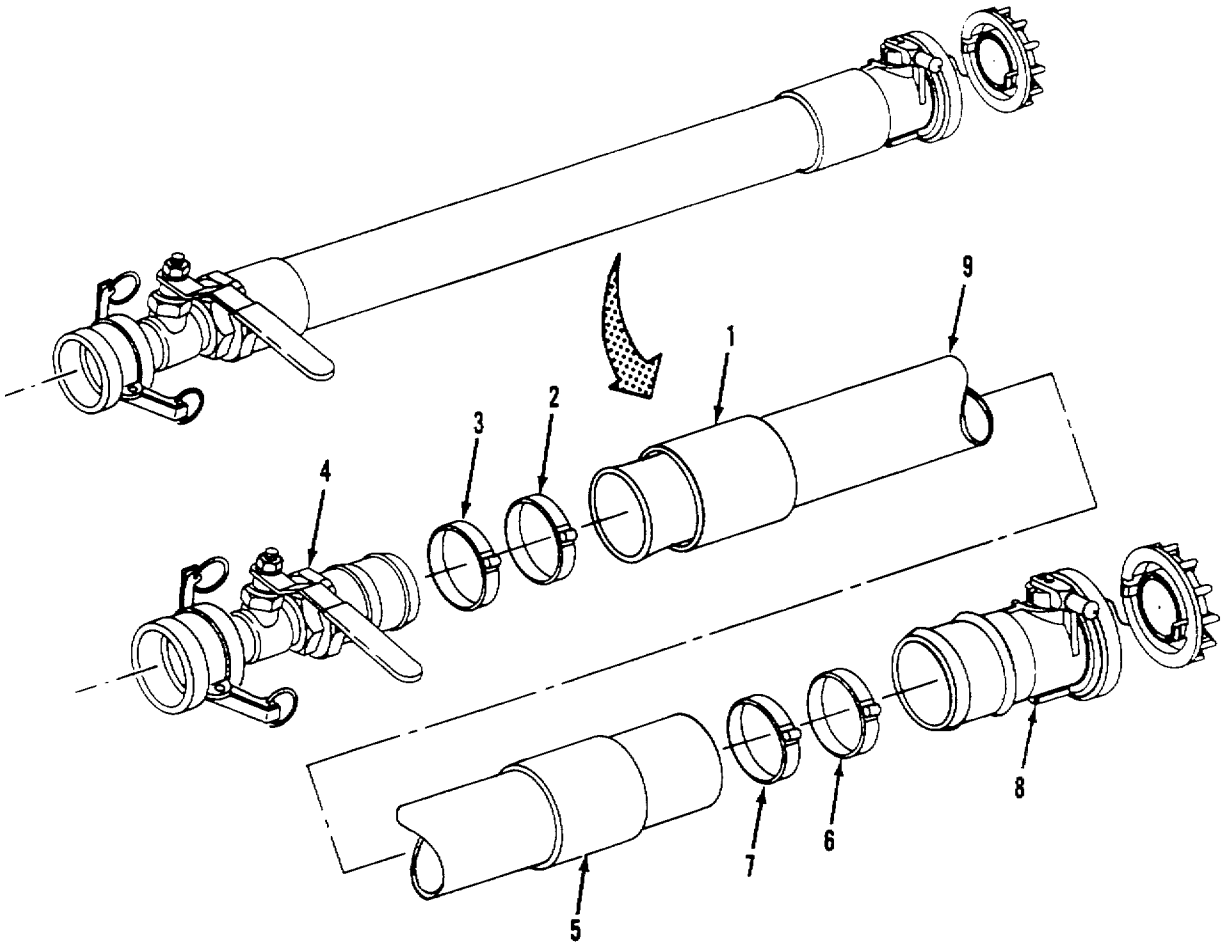

Figure 4-16. 3-Inch Fuel Hose Disassembly.
a. Disassembly. Refer to figure 4-16.
(1) Slide rubber sleeve (1) from top of clamps (2 and 3).
(2) Cut clamps (2 and 3) from hose (9).
(3) Remove ball valve assembly (4) from end of hose (9).
(4) Slide rubber sleeve (5) from top of clamps (6 and 7).
(5) Cut clamps (6 and 7) from hose (9).
(6) Remove valved dry break coupling assembly (8) from end of hose (9).